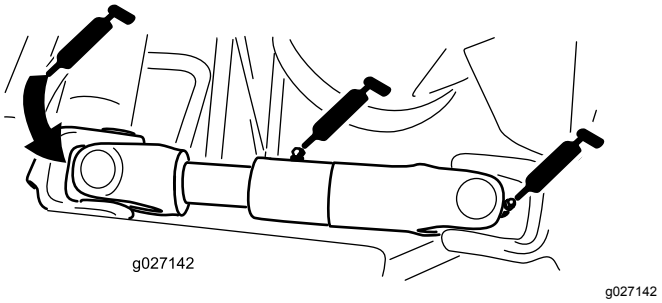

Figur 41
- U-ledd for pumpedrivaksel (3) (Figur 41)